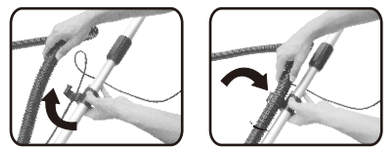

figure 10
11、Change the position of the holding hook for the discharge pipe. Please refer to Figure10, firstly anti-clockwise rotate the locking nut to loose the device, adjust it to the suitable position, then clockwise rotate the nut to lock device.